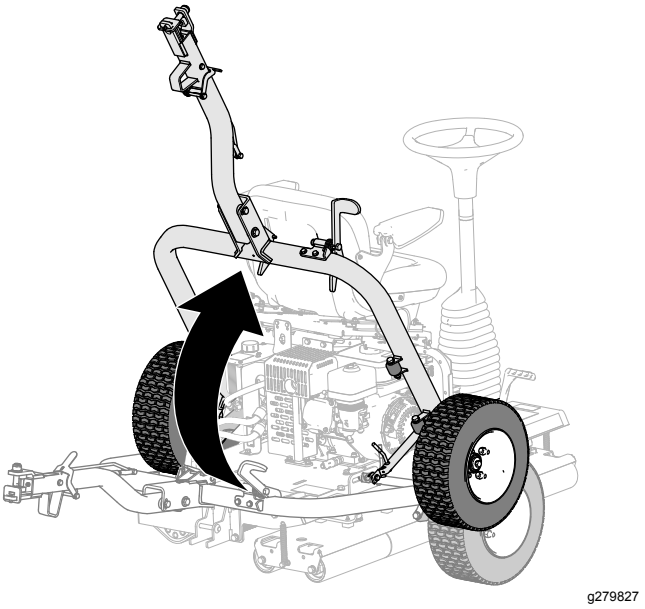

Figure 22
5. Élevez l'attelage (Figure 22) jusqu'à ce que le levier de verrouillage s'enclenche dans le verrou de la glissière (Figure 17).